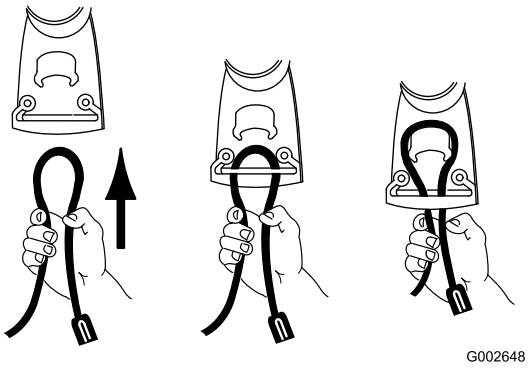

Рисунок 12
1. Образуйте петлю на удлинительном шнуре и закрепите ее в фиксаторе шнура (Рисунок 12).